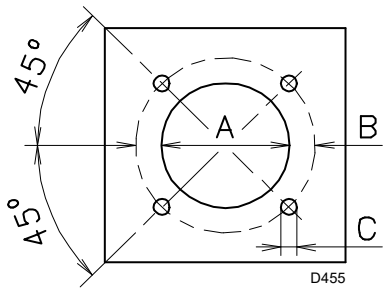

Abb. 10
Die Verschlussplatte der Brennkammer, wie auf Abb. 10 dargestellt, aufbohren (Tab. I). Die Position der Gewindebohrungen kann mit dem zur Grundausstattung gehörenden Wärmeschild ermittelt werden.
- ➤ Den gesamten Brenner in das vorher gesetzte Bohrloch des Heizkessels einpassen (Abb. 10) und mit den beigepackten Schrauben befestigen.